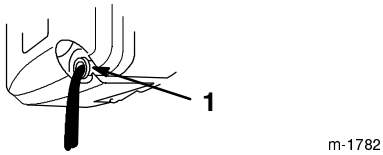

Figure 24
5. Tip the lawn mower onto its **left** side, allowing the oil to drain into the drain pan (Fig. 24).